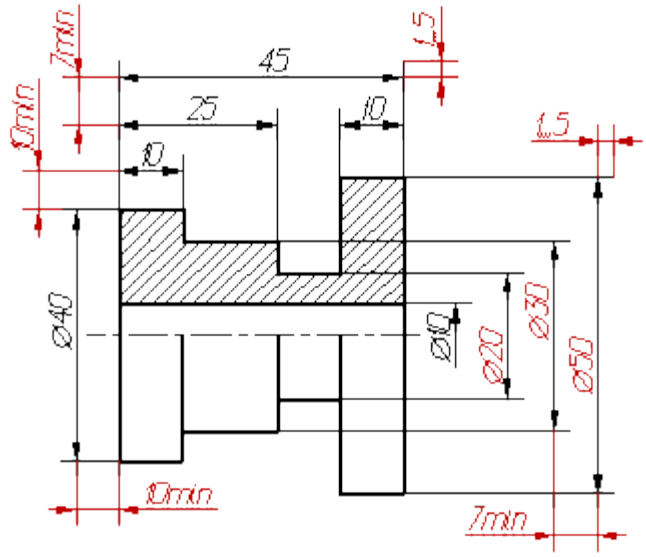

Рис.1.21
24. Размерные линии предпочтительно наносить вне контура изображения, располагая по возможности внутренние и наружные размеры по разные стороны изображения (рис. 1.21). Однако размеры можно нанести внутри контура изображения, если ясность чертежа от этого не пострадает.
дополнительным средством для пояснения формы предмета или его элементов, представляющих собой поверхность вращения. Этот знак проставляется перед размерным числом диаметра во всех случаях (рис. 1.20а). В ряде случаев, пользуясь этим знаком, можно избежать лишних изображений. Так, применение знака Ø позволило для детали на рис. 1.21 ограничиться одним изображением.